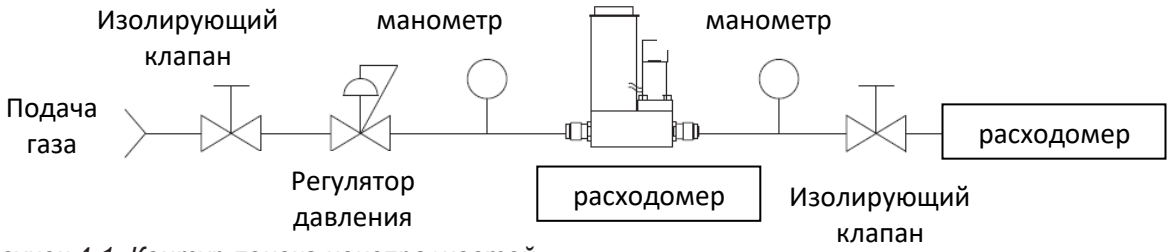

Рисунок 4-1. Контур поиска неисправностей
1. Установите корректное соединение между расходомером (см. рис. 4-1) и источником питания и дайте прибору прогреться в течении 45 минут. Если расходомер – контроллер потока, то установите блокировку на нуль. Не подключайте пока источник подачи газа. Следите за выходным сигналом и при необходимости проведите настройку нуля (раздел 3-4). Если выходной сигнал не равен нулю, обратитесь к представителям компании.